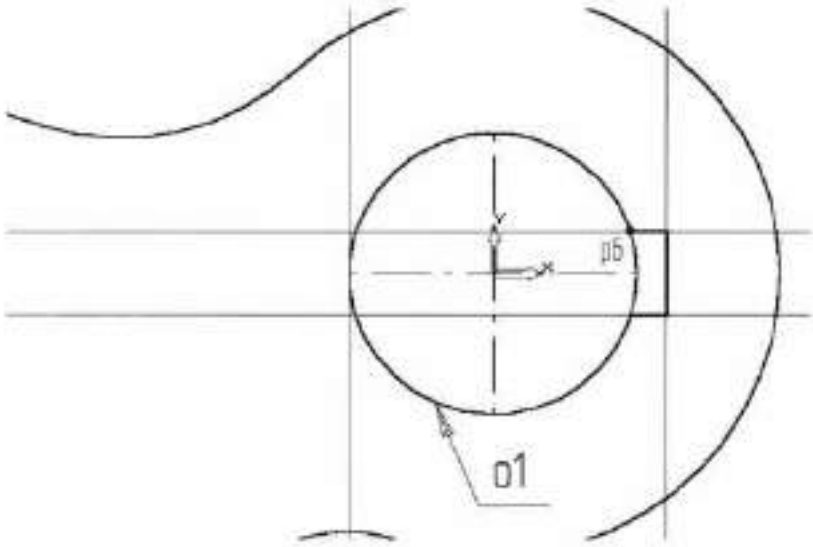

Рис. 127
26. С помощью команды ***Непрерывный ввод объектов*** на странице ***Геометрия*** Инструментальной панели постройте ломаную линию из трех отрезков, как это показано на рис. 127. Построение начните от точки p6.